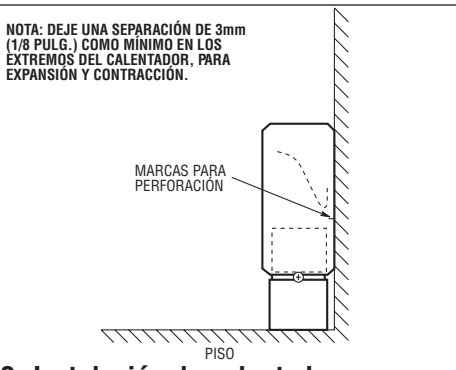

Figura 2. Instalación de calentador
1. Coloque el calentador en la posición deseada sobre la pared, como indica la Figura 2. Para obtener una climatización óptima coloque el calentador bajo una ventana.